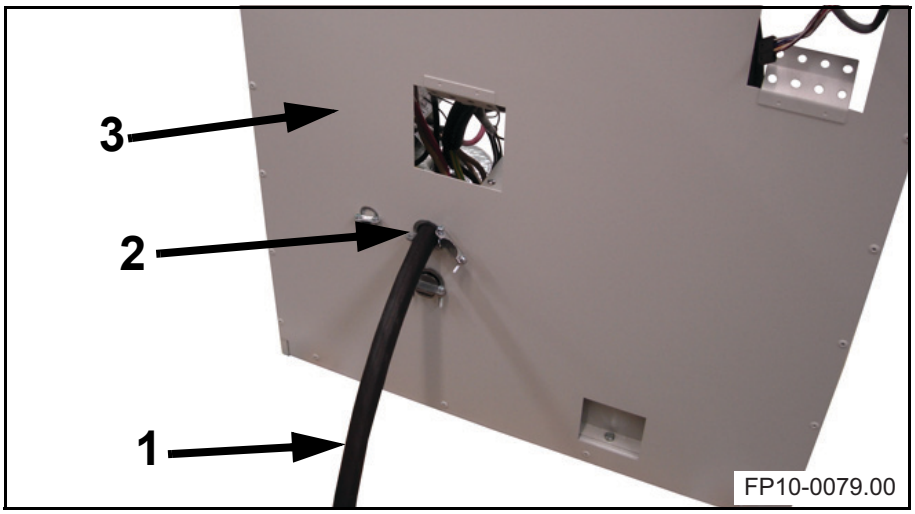

Figure 2-6. Main power cable routed through the back of the generator.
2 Route the main power cable (1 in Figure 2-6) to the generator and through the cable clamp (2) on the back of the lower cabinet (3).